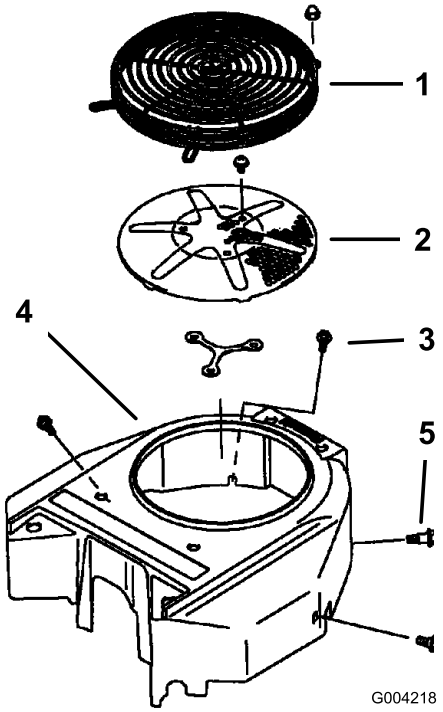

Figuur 60
3. Verwijder het luchtinlaatrooster en de ventilatorbehuizing (Figuur 60).
5. Verwijder de luchtinlaatroosters, de terugloopstarter en de ventilatorbehuizing (Figuur 60).